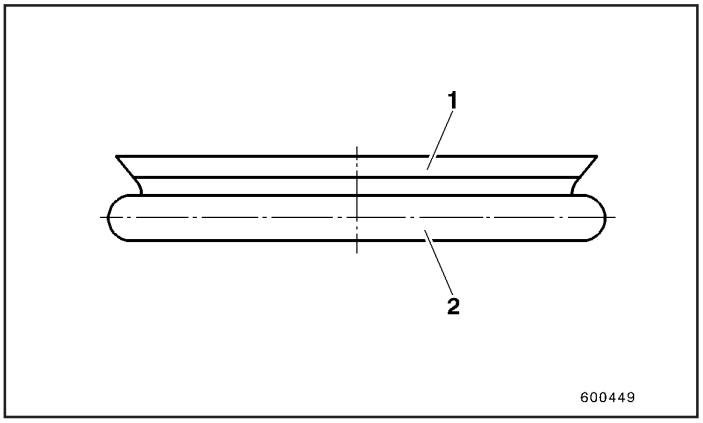

Fig.2
- Assentar o selo de borracha (2) sobre o anel de aço (1, Fig.2). O anel de borracha (2) estará corretamente posicionado quando estiver assentado sem torções, paralela à superfície do anel de aço (1).